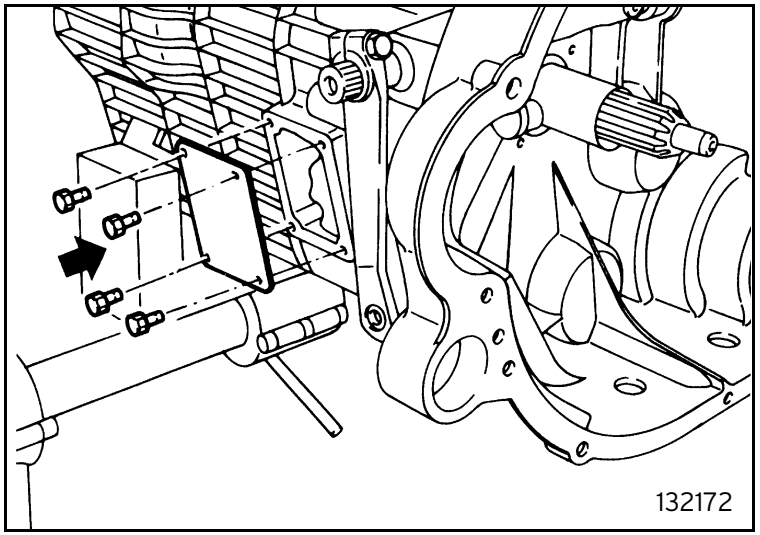

Fig. 73
- spread Loctite 518 sealant on the sealing surfaces then fit the side cover tightening the securing screws (figure 73);